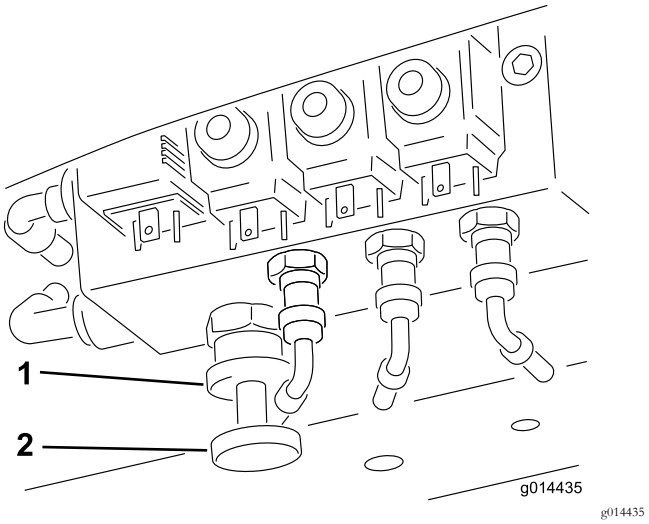

Figur 33
Så här aktiverar du viktöverföringen: Du kan anpassa viktöverföringens omfattning till driftförhållandena genom att rotera handhjulet för viktöverföring (Figur 33) på följande sätt:
1. Lossa på ventilens låsmutter ett halvt varv moturs och håll den (Figur 33).
2. Rotera ventilens handhjul (Figur 33) moturs för att minska viktöverföringen eller medurs för att öka viktöverföringen.